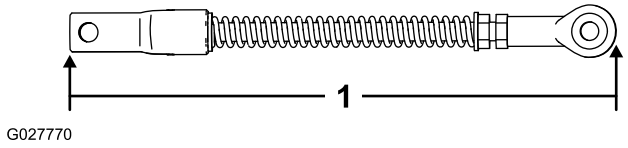

Figur 48
4. Løsn kontramøtrikken, og juster vinkelarmens forbindelsesenhed, indtil den måler 24 cm fra ende til ende (Figur 48).